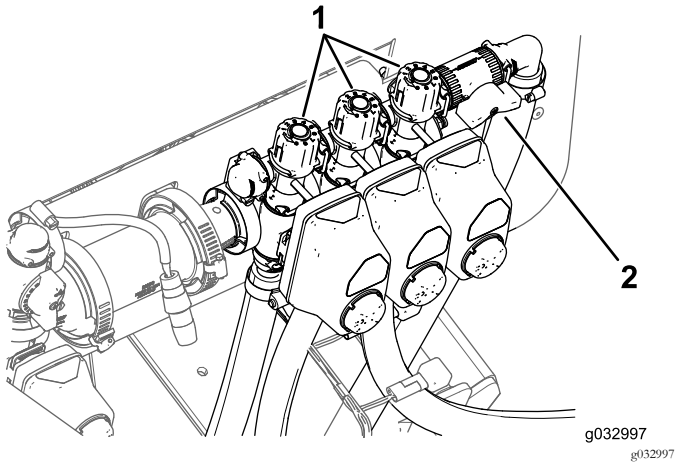

Figura 129
9. Desactive el brazo izquierdo y ajuste el mando de desvío del brazo (Figura 129) hasta que la presión indicada coincida con el valor anterior.
11. Ajuste el mando de desvío del brazo derecho (Figura 129) hasta que la presión indicada coincida con el valor anterior.
13. Ajuste el mando de desvío del brazo central (Figura 129) hasta que la presión indicada coincida con el valor anterior.